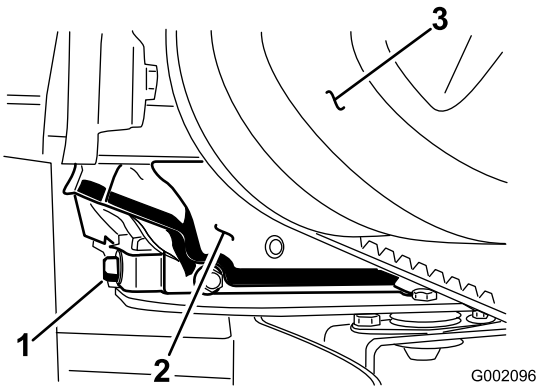

Figur 30
6. Fjern aftapningsproppen (Figur 30).